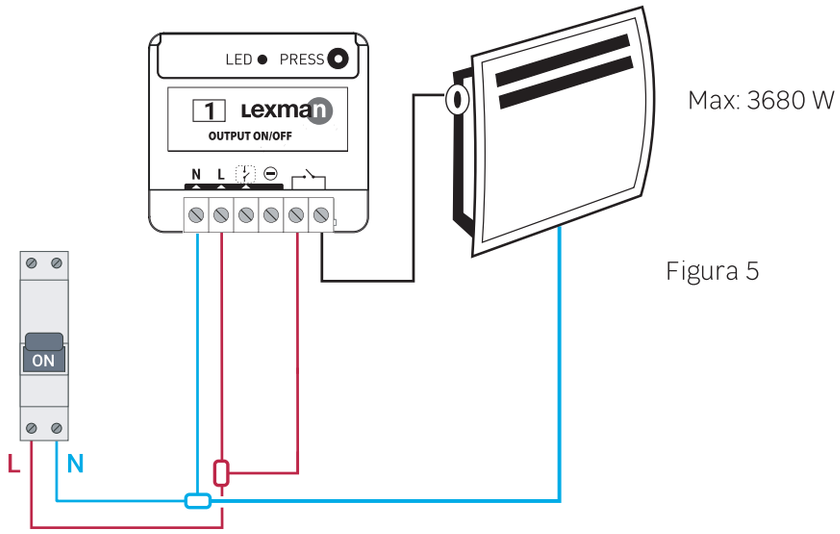

Figura 5
3. Passare il cavo sul ricevitore ON/OFF secondo lo schema figura 5.